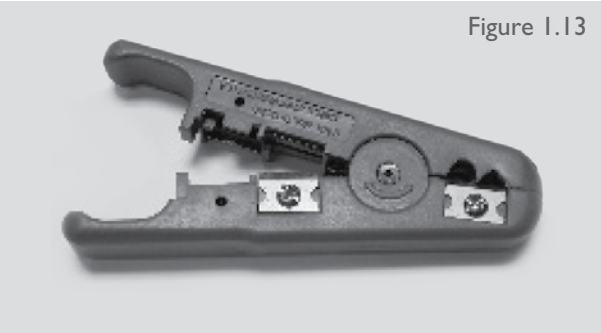

Figure 1.13
c) Proper preparation of the wires is very important. Our kit comes with a wire stripper and cutter that is separate from the crimper (Figure 1.13 shows a standard wire stripper/cutter)